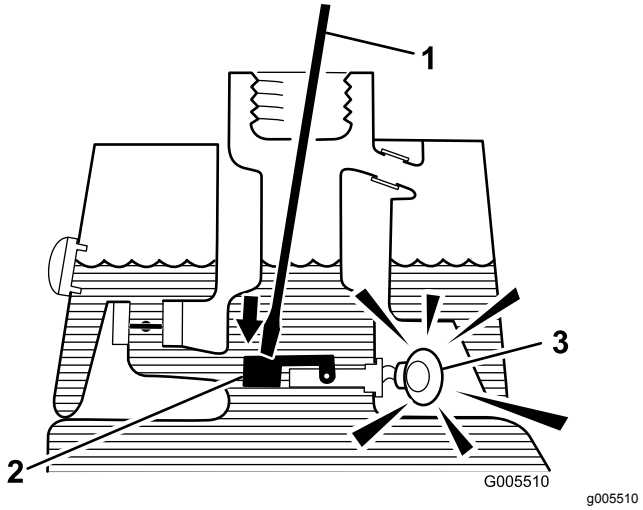

Figur 41
3. För in en ren pinne eller skruvmejsel i tankröret och tryck försiktigt nedåt på flottörströmbrytaren (Figur 41). Larmet ska ljuda efter tidsfördröjningen på en sekund.